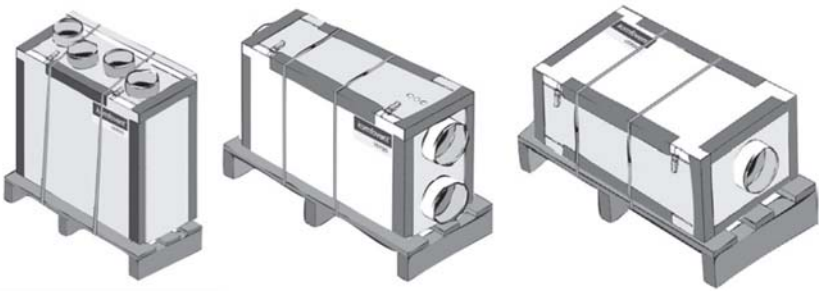

Рисунок 2 - ВУ, подготовленные к транспортировке и хранению
4.1.1 При отгрузке с завода ВУ подготовлены к транспортировке и хранению (Рисунок 2). ВУ упакованы таким образом чтобы избежать повреждений и по-